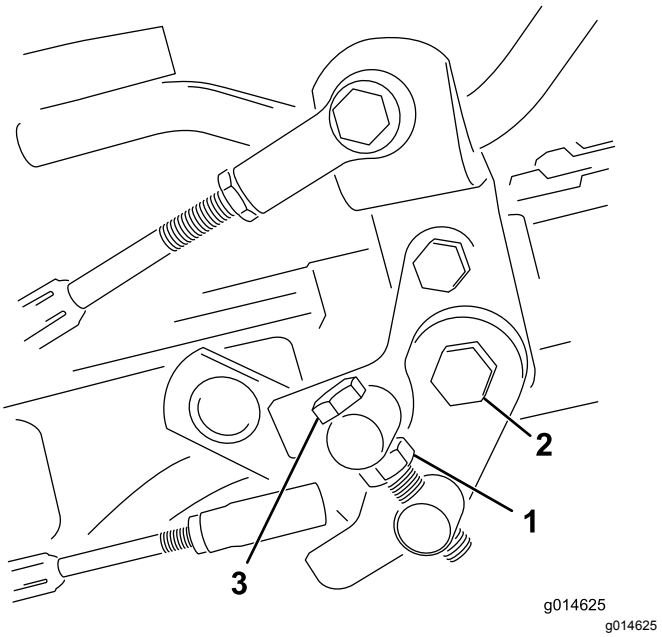

**Figuur 46**
1. Draai de contramoer op de draaitapbout los (Figuur 46).
4. Draai de contramoer op de draaitapbout en de moer op het scharnierpunt van het pedaal vast om de afstelling te vergrendelen (Figuur 46). Controleer de afstelling en stel nogmaals af indien dit nodig is.